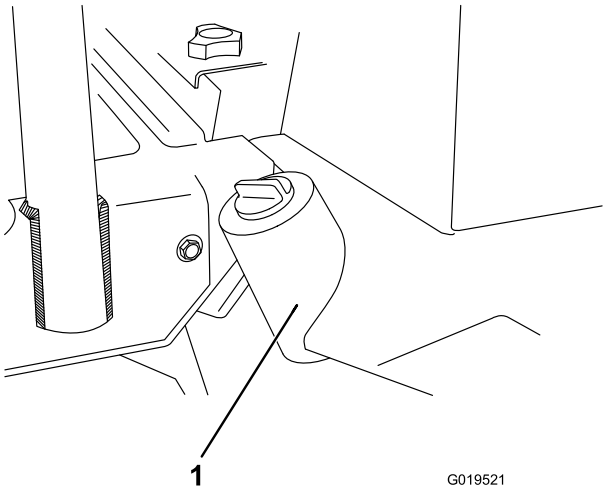

Bild 74
2. Entfernen Sie die Ablassschraube unten am Behälter (Bild 74) und lassen Sie das Hydrauliköl in eine Auffangwanne ablaufen. Schrauben Sie die Ablassschraube wieder fest ein, wenn keine Flüssigkeit mehr austritt.